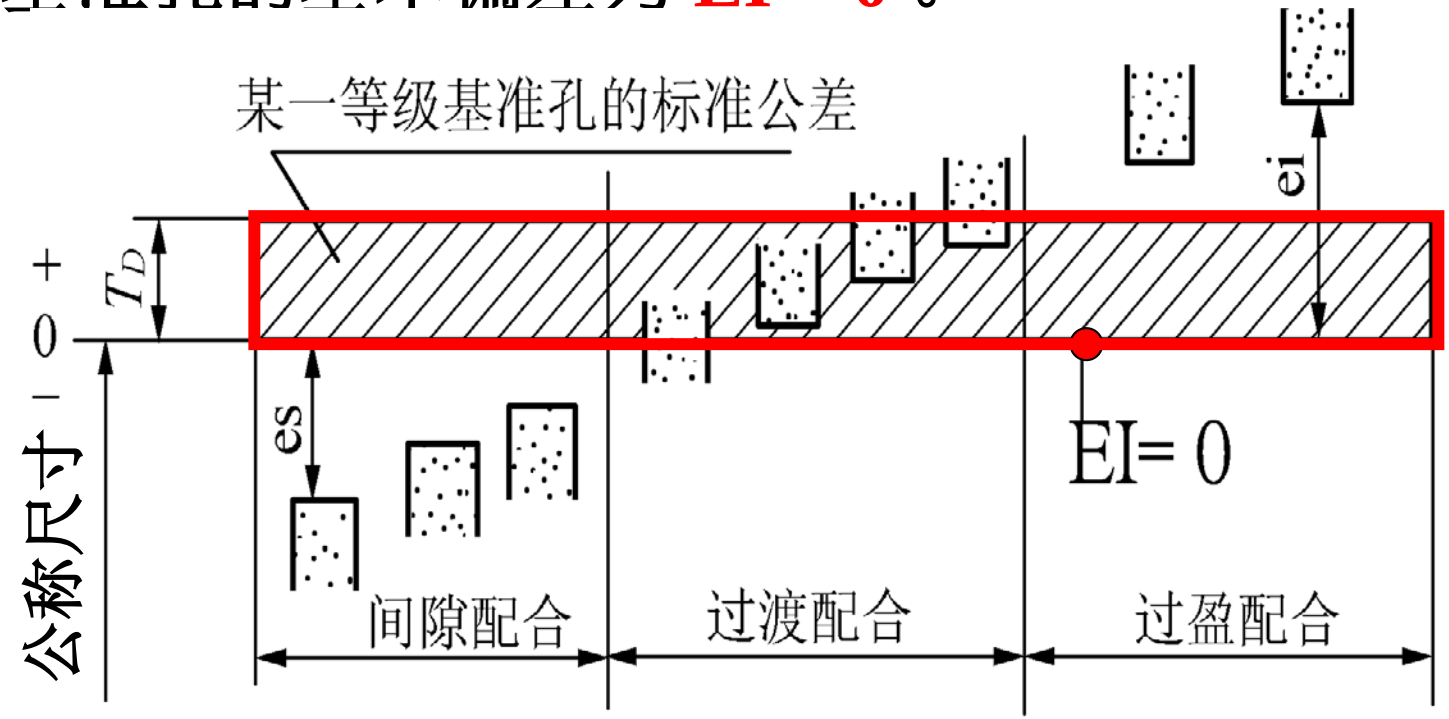

图3.9 基 孔 制 配 合
1. 基孔制 —（见图3-9）
2. 基轴制 —（见图3-9）